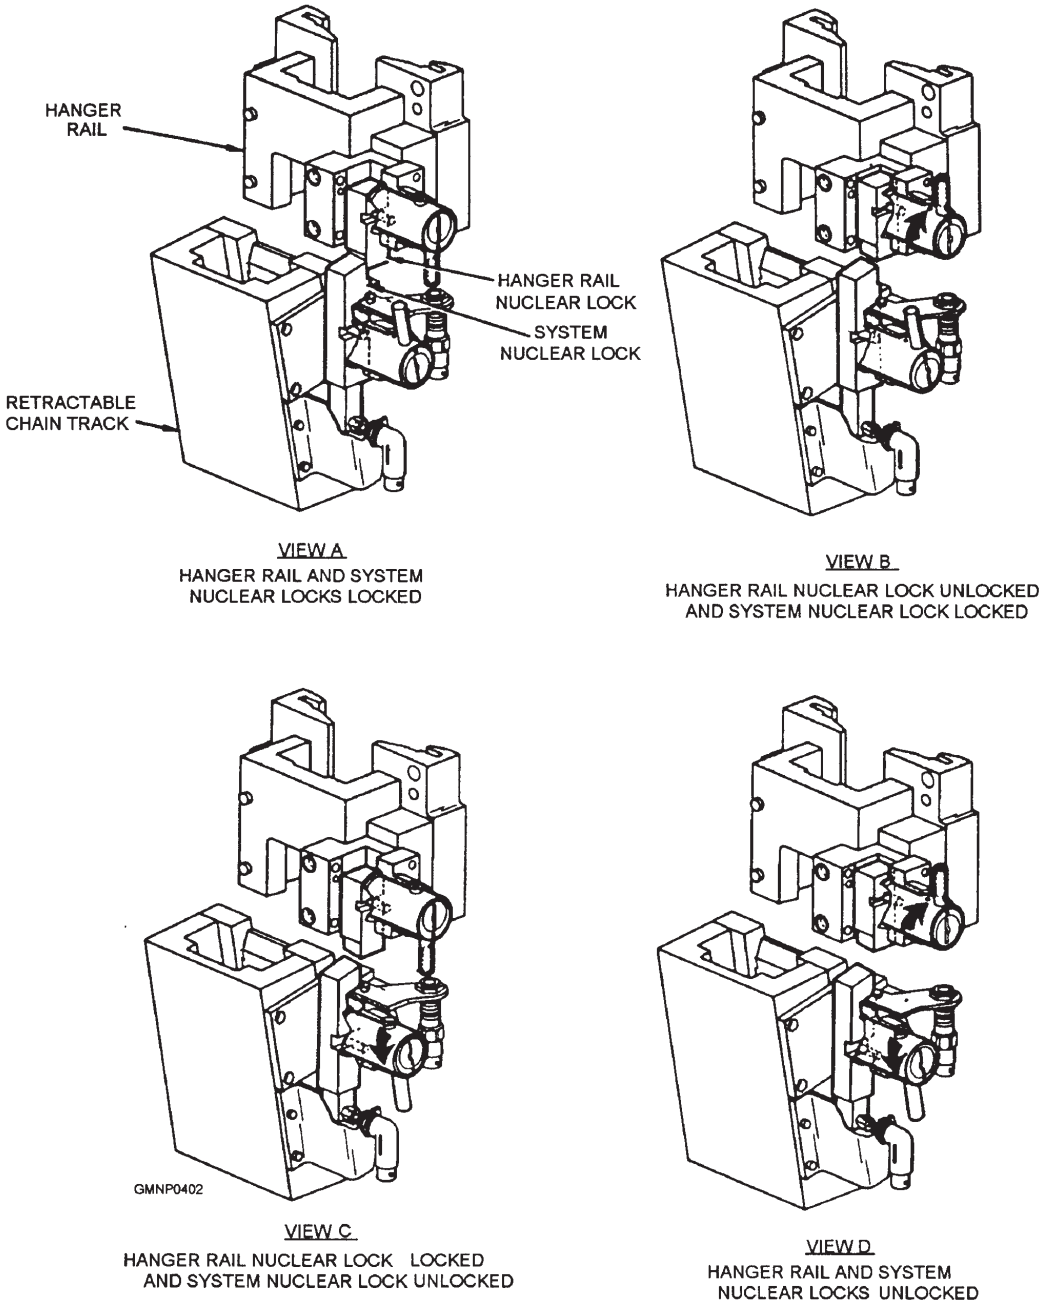

**Figure 7-23.—Hanger rail and system nuclear locks.**
**SYSTEM NUCLEAR LOCK**.—The system nuclear lock (also known as the RSR lock) is a device similar to the hanger rail nuclear locks (fig. 7-23). It is mounted to the retractable chain track of the hoist. Both
Both locks must be locked to perform their intended function. Figure 7-23, view A, shows how the retractable chain track is prevented from aligning with the hanger rail. If the locks are in the conditions displayed in views B, C, and D, hoisting can be accomplished.